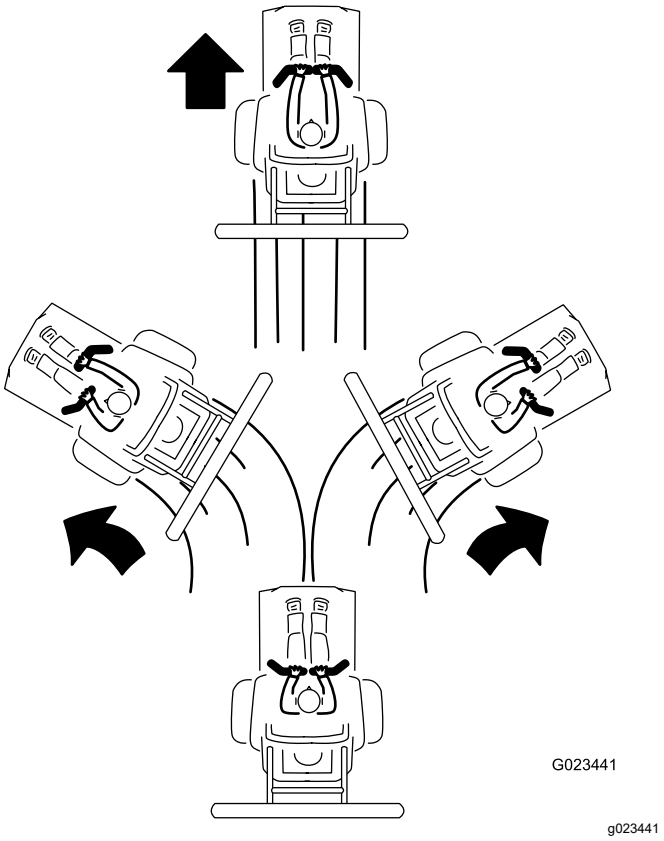

Rysunek 24
3. Aby pojechać do przodu, powoli przestaw dźwignie sterujące do przodu (Rysunek 24).